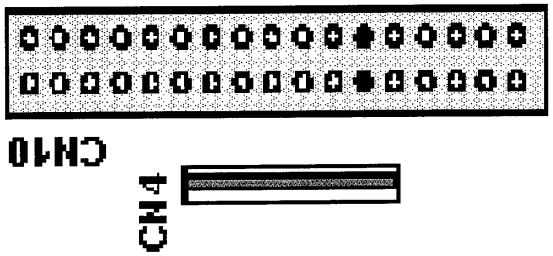

Рис. 2-14. **Расположение контактов на разъеме CN10**
4. Проверьте напряжение между общей клеммой логики и контактами 23 и 24 на разъеме CN10 на главной плате (рис. 2-14).